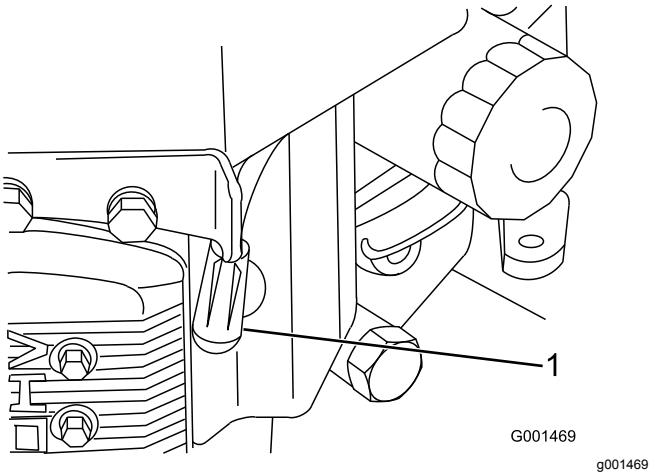

Figuur 38
3. Verwijder de bougiekabel van de bougie (Figuur 38).